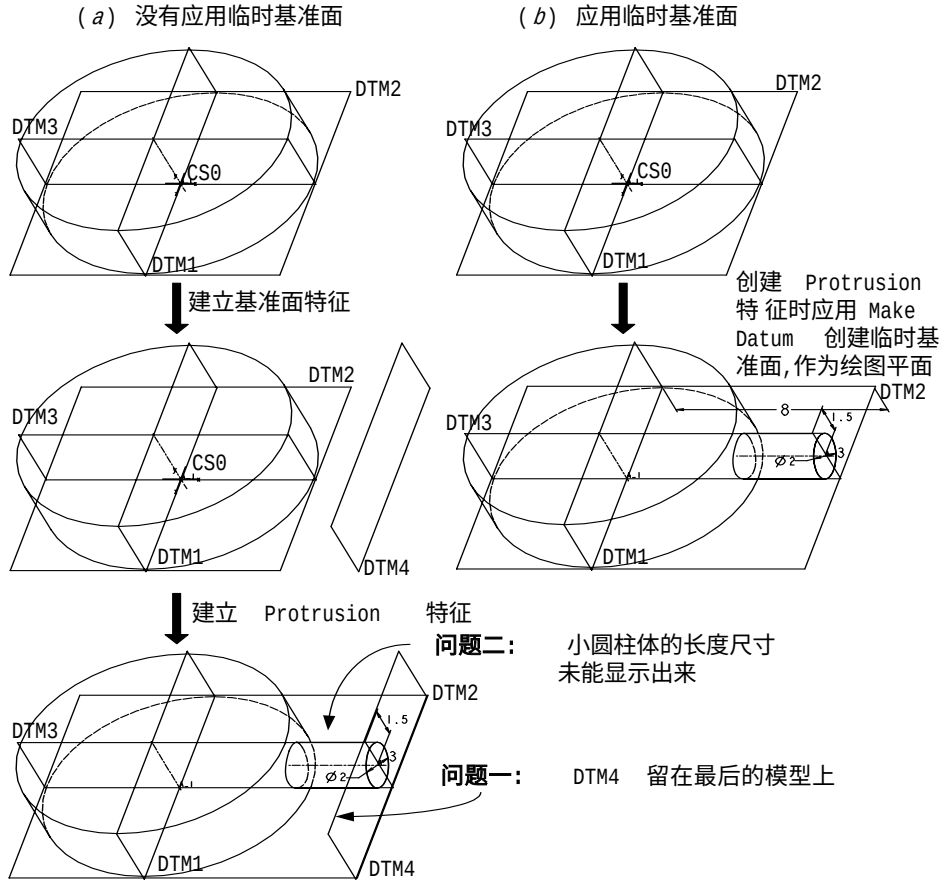

图 1.2
例如在图 1.2 左图中，若要创建一个小圆柱体，则应先创建了一个基准面的特征，再利用此基准面作为绘图平面来创建小圆柱体，该方式会产生如下问题：
(1) 多了一个基准面特征（如图 1.2 左图中所示的 DTM4）。
(2) 修改小圆柱体（即图中的 Protrusion 特征）时，小圆柱体的长度尺寸 8 无法显示出来，这是因为小圆柱体的长度尺寸是由基准面（如图 1.2 左图所示的 DTM4）所控制，而不是由小圆柱体所控制。详细的特征创建过程请参照笔者所著《Pro/ENGINEER 2000i^2 零件设计基础篇（上）》第 6 章。
上述两个问题都可通过“临时基准面”来解决，如图 1.2 右图所示。